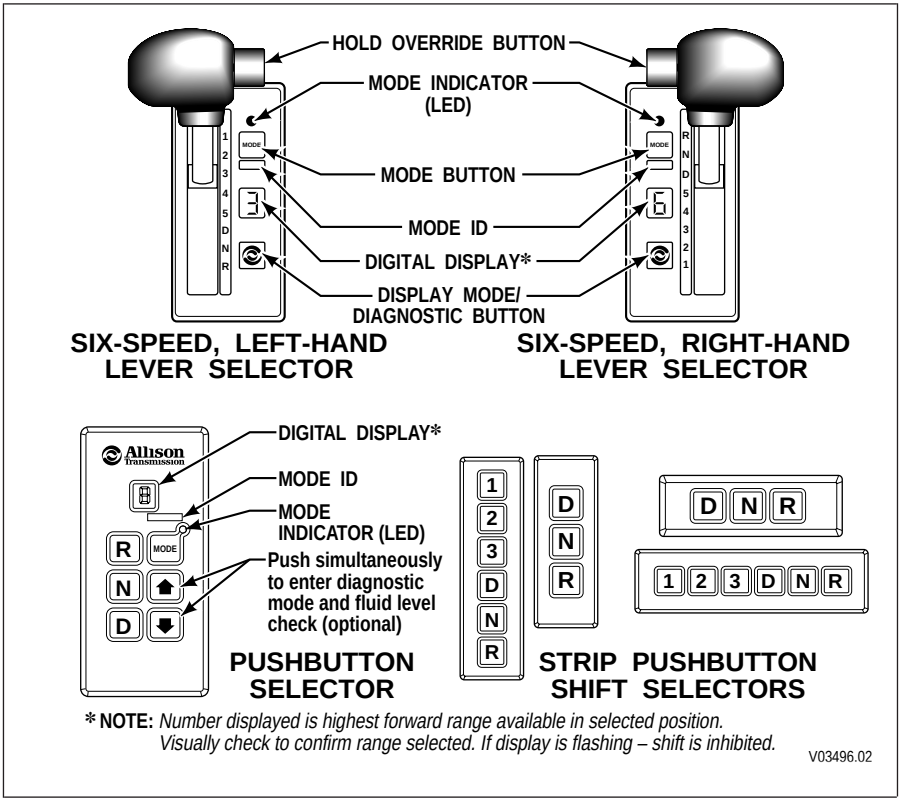

Figure 2–1. Typical Shift Selectors
- Displaying Fluid Level Information. Use the following procedure to display fluid level information (refer to Figure 2–1).